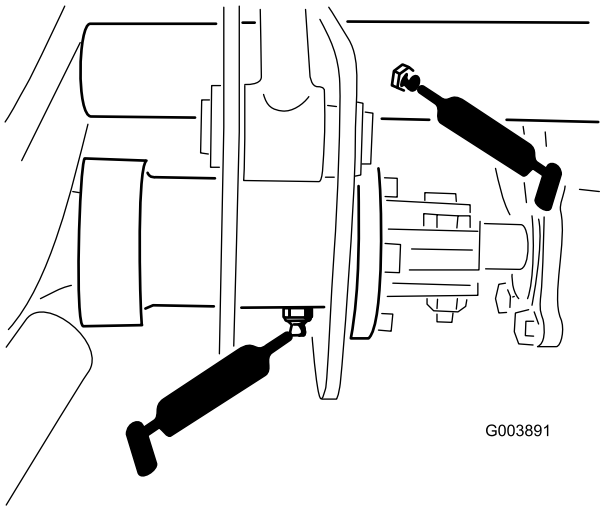

Figur 44
- Fem nipplar på lyftarmens svängtappar (Figur 44)
- En nippel på drivaxelkopplingen (Figur 44)